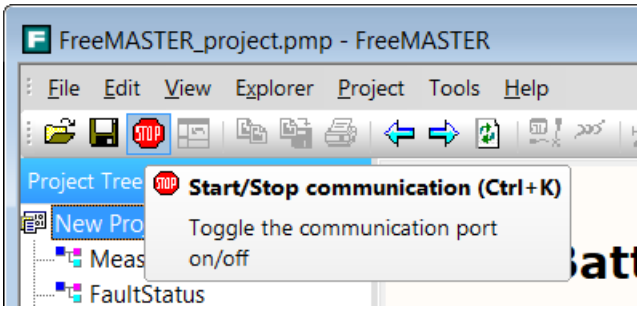

Figure 9. Run FreeMASTER application
5. Start FreeMASTER monitoring (click on the red button named **STOP**, see Figure 9).